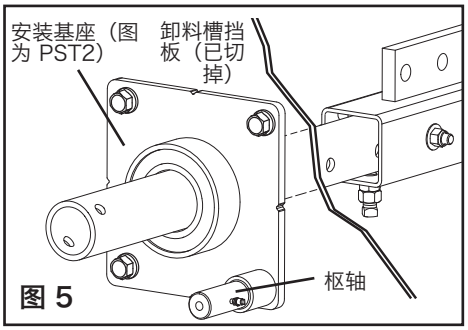

图 5
5. **安装基座。**用所配螺栓将安装基座固定到卸料槽（图 5）。将枢轴放到所需方向上（见步骤 9S）。